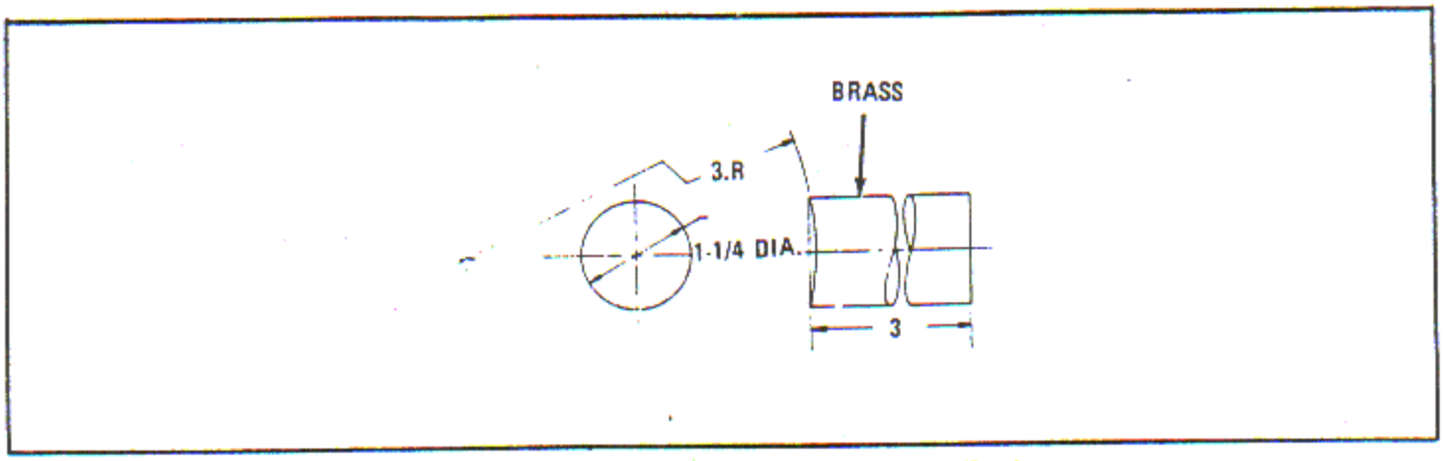

Figure 7-30. Piston Pin Plug Installing Tool
a. Lubricate the pilot diameter of the piston pin plug with engine oil. Press the plug into the piston pin using a locally fabricated brass installing tool. See figure 7-30. The installing tool is applied between the plug cap and the arbor press arm.